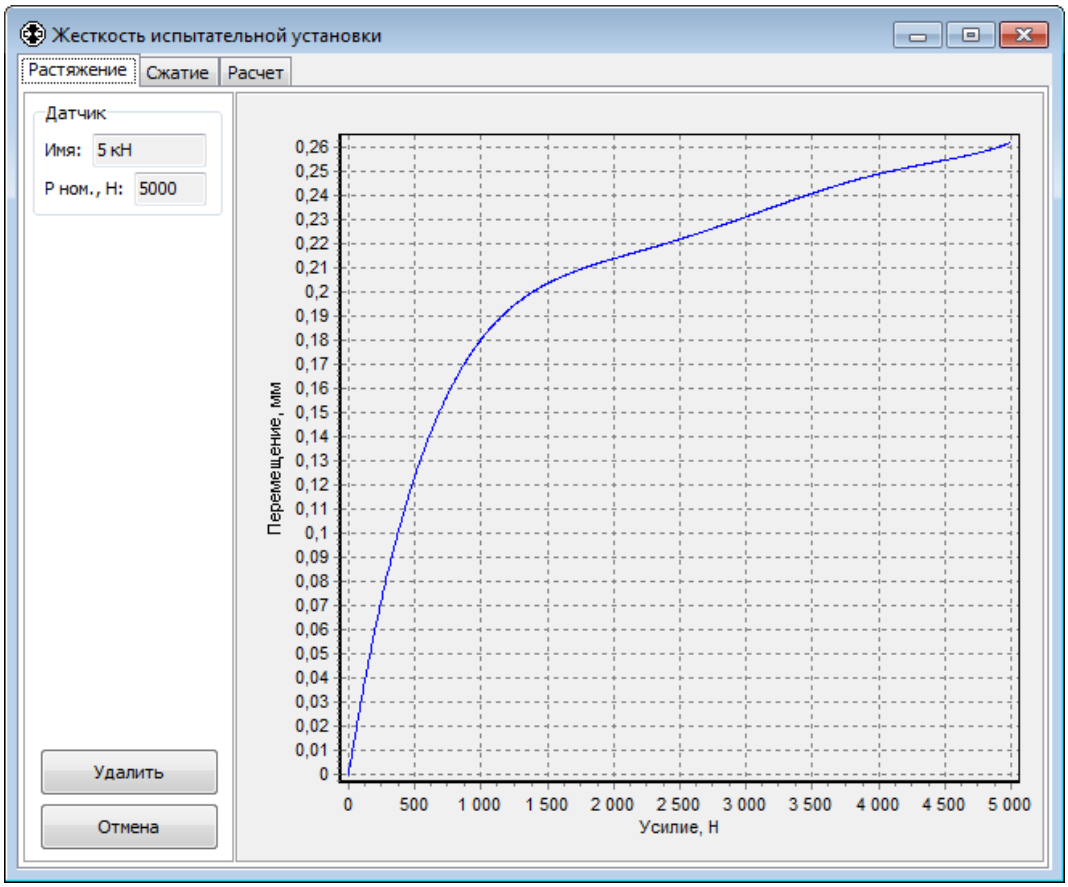

Рис. 59. Просмотр кривой жесткости испытательной установки
4. На экране отобразится диалоговое окно (рис. 59), содержащее ранее сохраненную кривую жесткости. Если ранее жесткость системы не определялась, то на диаграмме отображается горизонтальная линия.